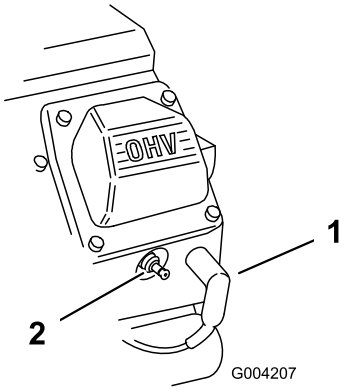

Figure 25
2. Débranchez les bougies (Figure 25).
3. Rebranchez les bougies (Figure 25).